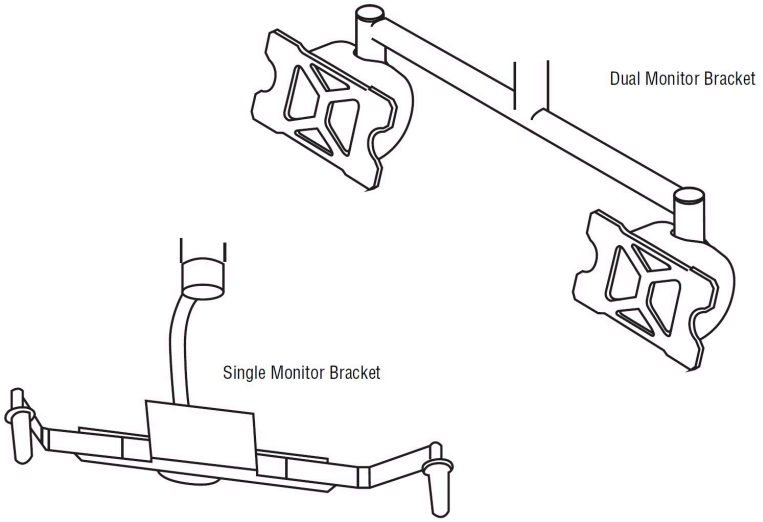
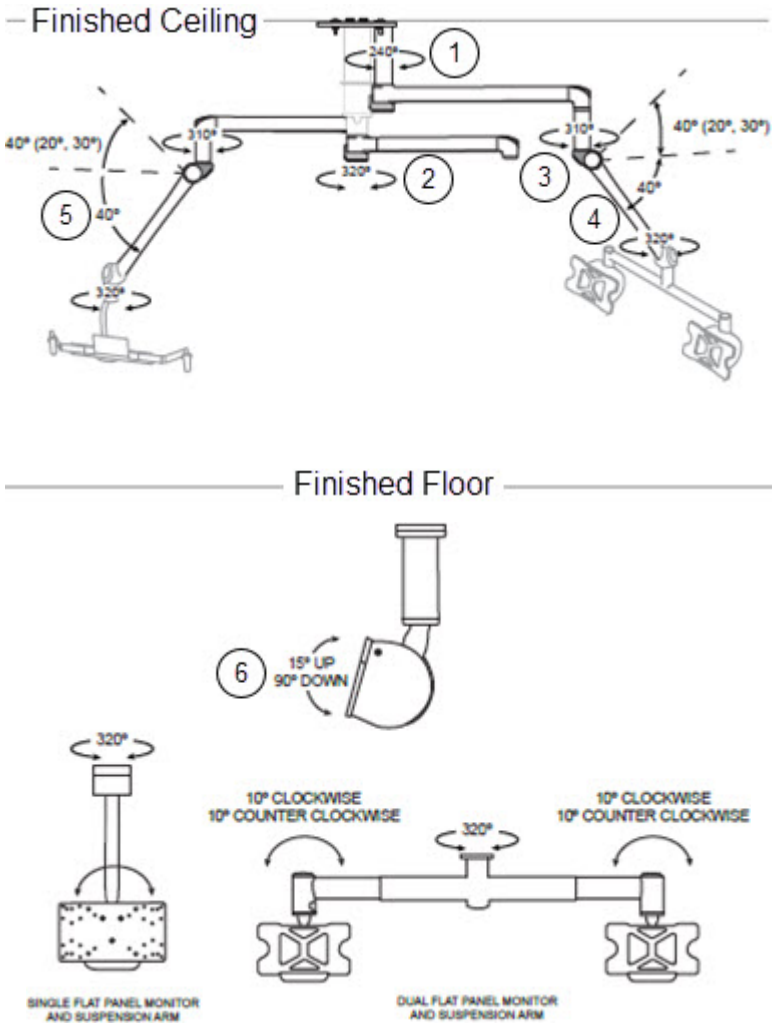

Figure 6-47. HarmonyAIR™ A-Series Surgical Lighting System Monitor Arms, Part 1
Figure 6-48. HarmonyAIR™ A-Series Surgical Lighting System Monitor Arms, Part 2
Refer to*Figure 6-47* and *Figure 6-48*. Monitor support arms are capable of the following articulations: (1) rotate 240° at auxiliary spindle; (2) rotate 320° at central spindle; (3) rotate 310° at the horizontal extension arm; (4) rotate 320° at the spring arm/yoke spindle; (5) move up or down by pivoting at spring arm knuckle up to 40° (20°, 30° stop locations) up, and 40° down. Monitor yoke also allows (6) tilt15° backward (up) and 90° forward (down).